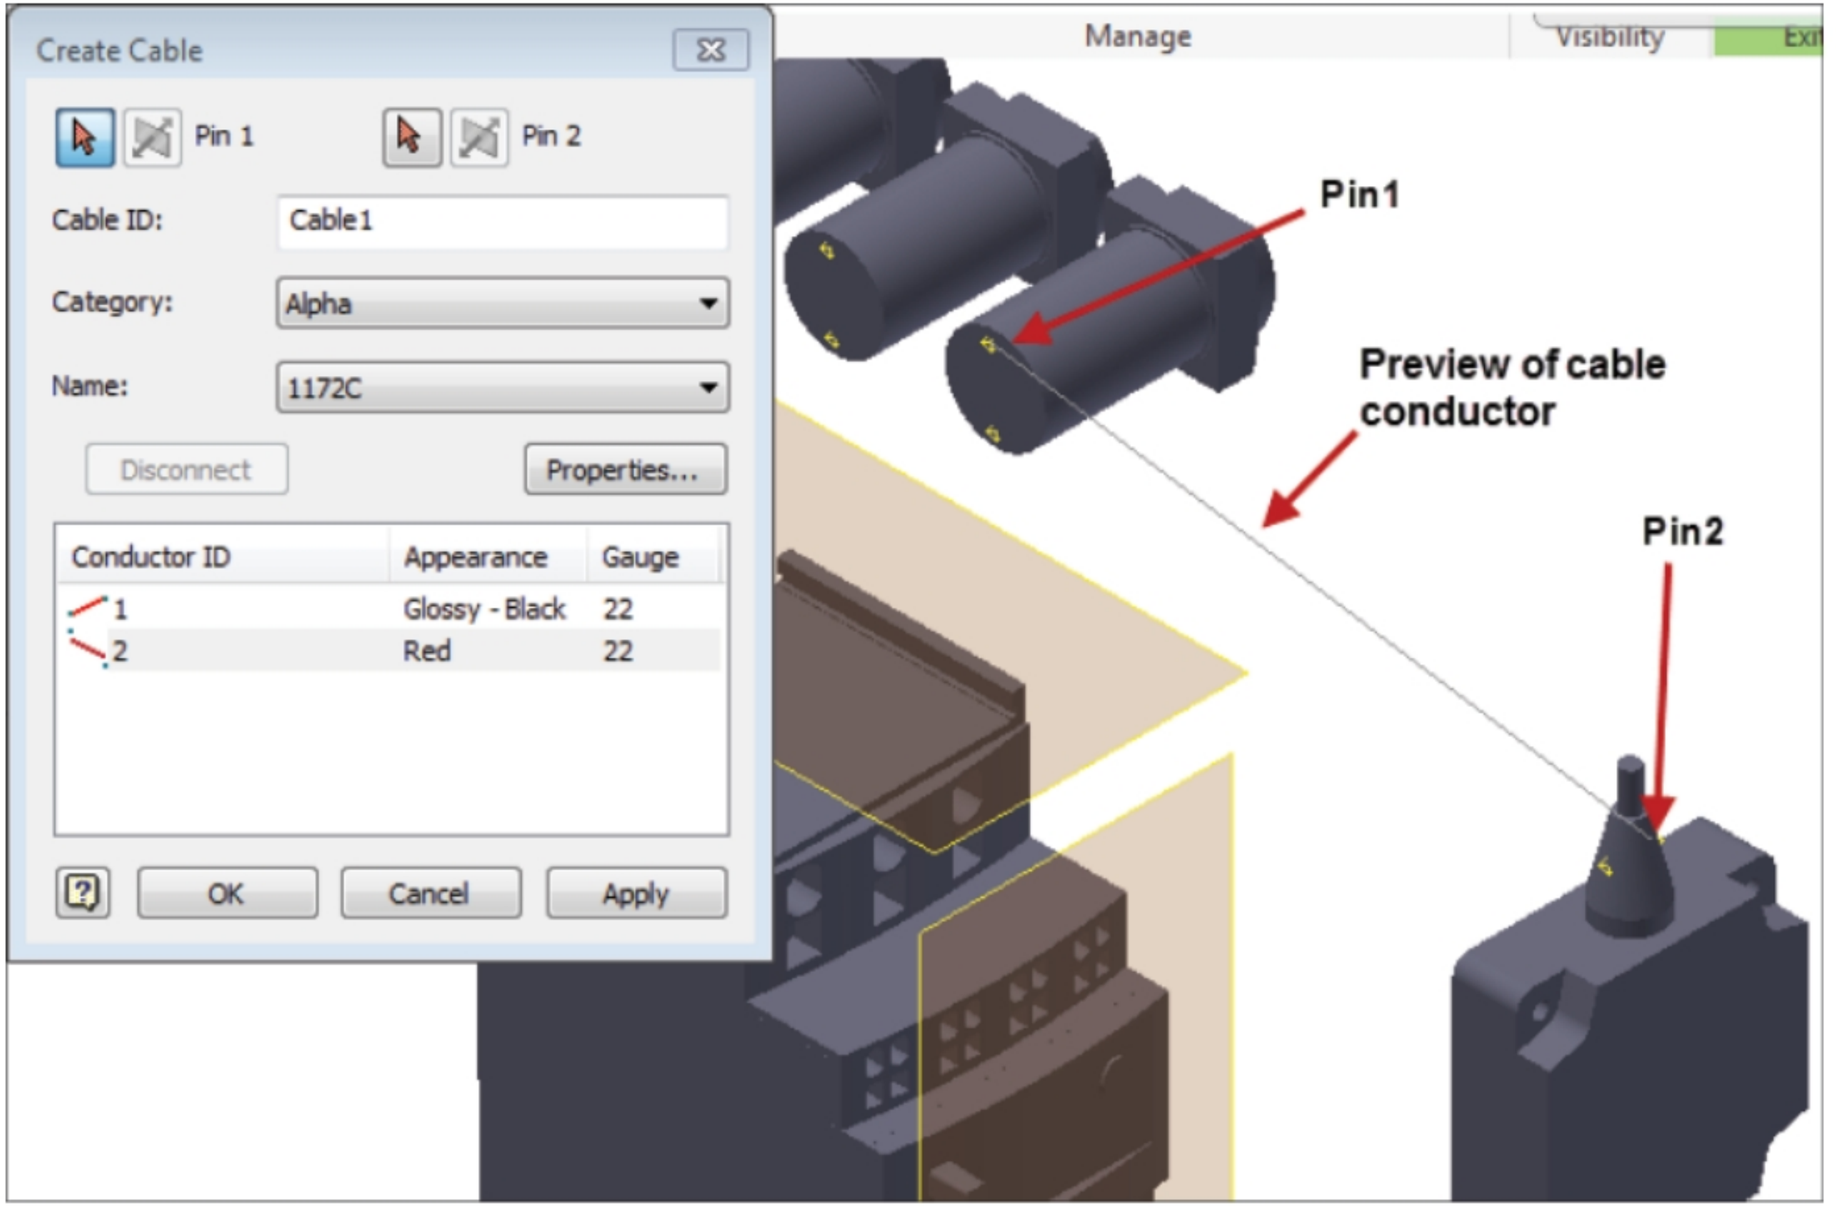

Figure-51. Preview of cable
- Click on the second pin. Preview of the conductor in cable will be displayed; refer to Figure-51. Also, you are prompted to select first pin for second conductor of the cable.